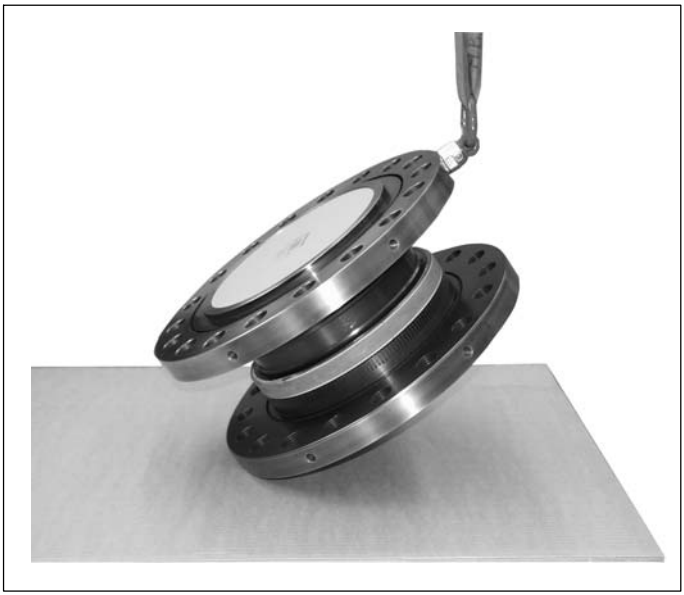

Abb. 5.3 Rotor kippen
6. Kippen Sie den Rotor vorsichtig beim Ablassen über die Flanschkante, bis er auf beiden Flanschaußenflächen waagerecht steht *(siehe Abb. 5.3)*.